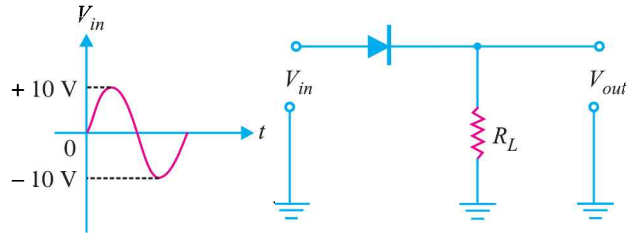

Fig. 18.67
2. In the negative series clipper shown in Fig. 18.67, what is the peak output voltage ? **[9.3 V]**